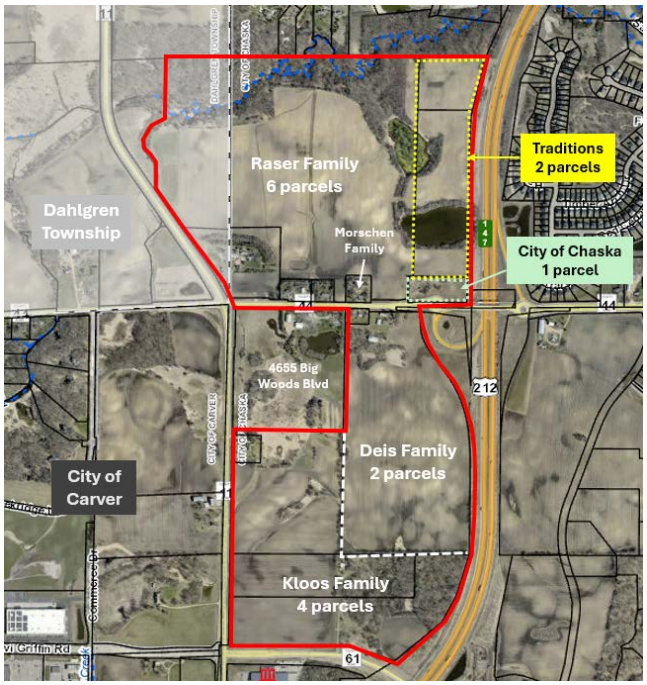

Figure 3: Property Owner Exhibit
- Traditions (2 parcels), and the City of Chaska (1 parcel) – *see Figure 3 on the right*. Scannell Properties plans to develop approximately 304 acres of land within the project site, not including the Traditions or City's properties.